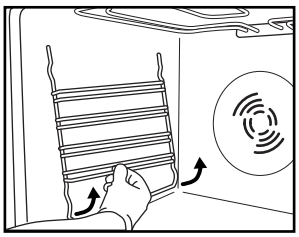

Fig. 3
1. Avlägsna sidostegarna (*fig. 3*).